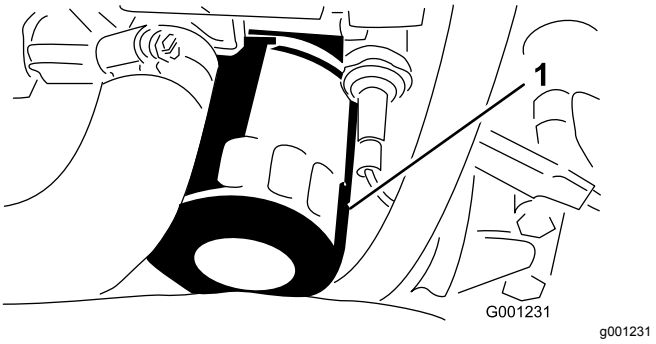

Figur 48
8. Ta bort och byt ut oljefiltret (Figur 48).